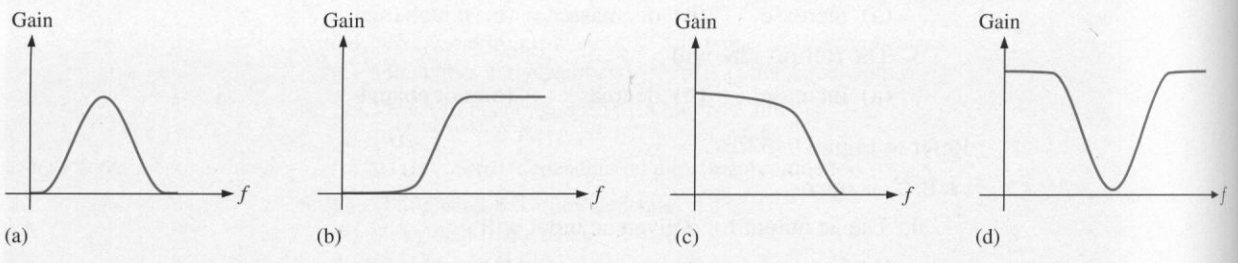

FIGURE 9–32
1. Identify each type of filter response (low-pass, high-pass, band-pass, or band-stop) in Figure 9–32.